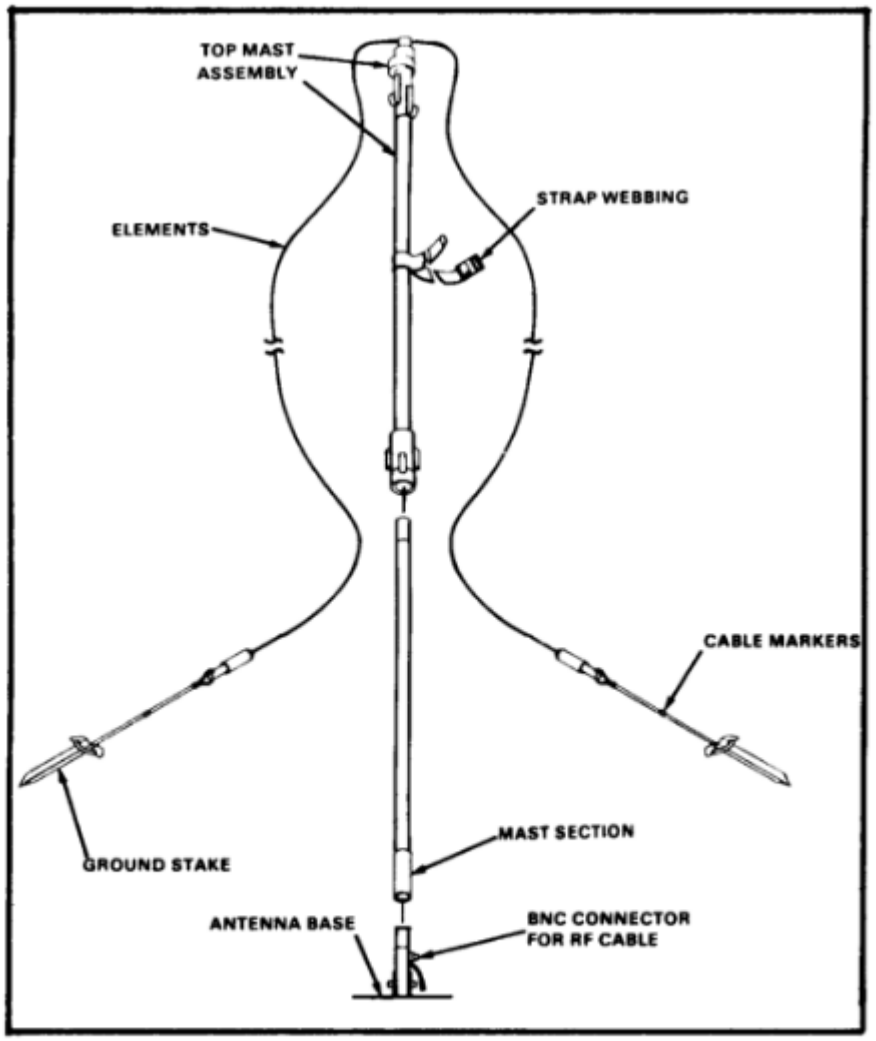

Figure 3-18. AS-2259/GR antenna base.
e. Assemble mast by raising the top mast assembly vertical to the ground and by inserting each of the seven 22-inch sections into the bottom of the previous section. Continue to lift upward on the mast as each section is installed. Insert the bottom section of the mast onto the mast base (Figure 3-18) by lowering it into place.